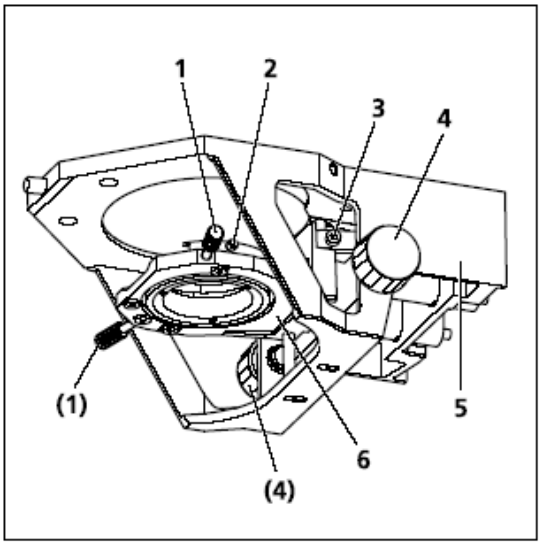

Рис.4-2 Держатель конденсора
23. Держатель конденсора (см.также рис.4-2)